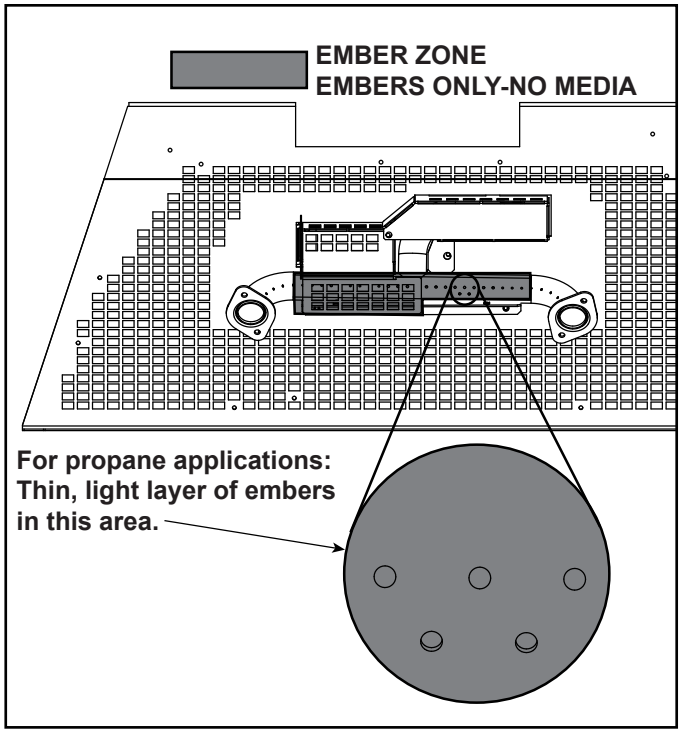

Figure 19 Ember Zone
- Place dime-size embers in the ember zone as shown in Figure 19. The embers must be placed loosely over the port holes and pilot shield. Do not press embers down or into the holes. Create a single layer, no more than 1/4 inch thick.
NOTICE: *For Propane applications, embers must be applied in a thin, light layer in the portion of the zone indicated in Figure 19.*